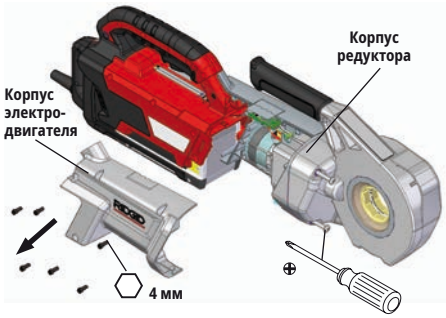

**Рисунок 2 — Снятие корпуса электродвигателя**
2. Отвинтите все винты на корпусе электродвигателя. Отвинтите два винта на корпусе редуктора. Снимите корпус электродвигателя. *См. Рис. 2.*